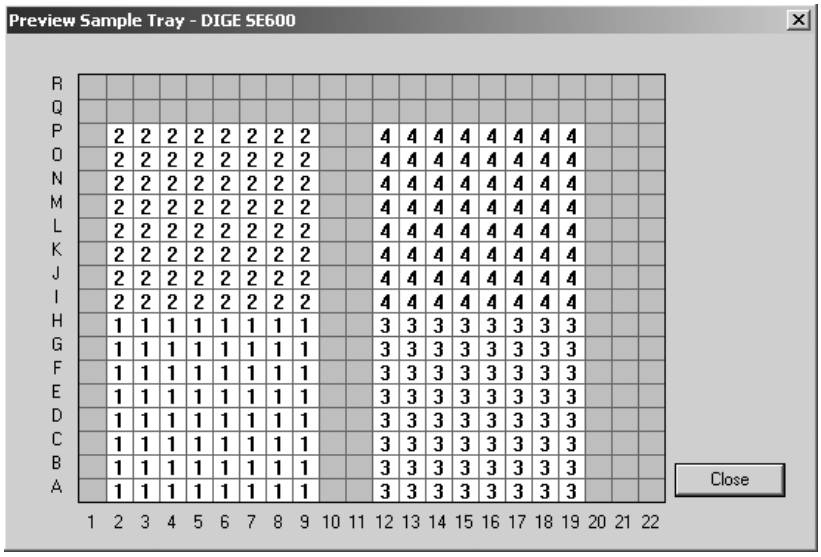

Figure 3-7. The Preview Sample Tray window.
13. Click **Preview.** The Preview Sample Tray window appears and displays the scan areas for the samples you defined (figure 3-7).
8. Click **Preview.** The Preview Sample Tray window appears and displays the scan areas for the samples you defined (figure 3-7).